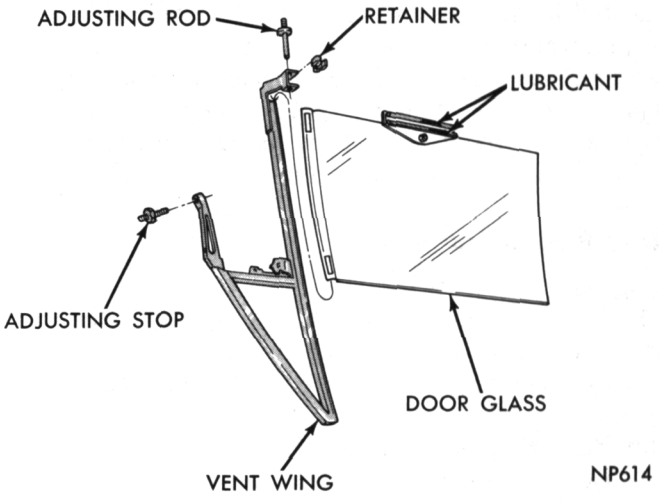
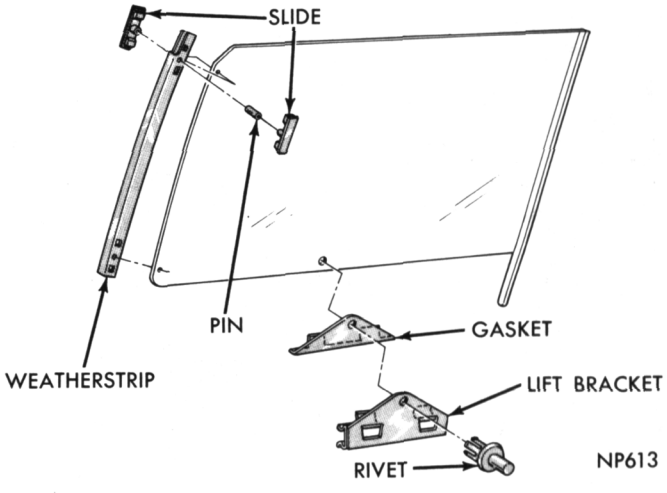
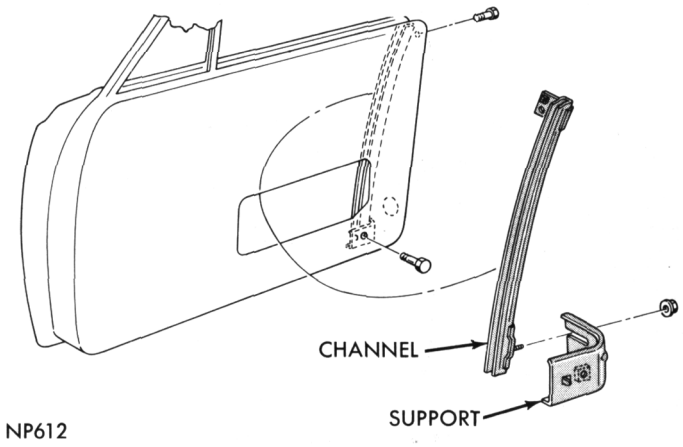

Fig. 31—Vent Wing and Door Glass—Hardtop—Convertible
Fig. 32—Door Glass Assembly—Hardtop—Convertible
Fig. 33—Rear Channel Assembly—Hardtop—Convertible
(1) Remove up-stop from door.
(2) Remove nut and washer from adjusting rod at bottom of vent wing channel.
(3) At upper rear corner of belt, remove drive screw from vent wing.
(4) Remove nut and washer from vent wing adjusting stud at hinge reinforcement.
(5) Remove vent wing to hinge fence screw and washer.
(6) Raise vent wing and door glass, tilt toward lock face of door and disengage regulator arm from glass lift bracket and remove from door.
(7) Invert vent wing and door glass assembly and remove adjusting stud, rod and retainer from vent wing (Fig. 31).
(8) Slide door glass out of vent wing channel.
(9) Remove slide, weatherstrip, pin and lift bracket assembly from door glass (Fig. 32).
(1) Position door glass and rear frame in upright position and install lift bracket and slide assemblies (Fig. 32).
(2) Invert vent wing and install door glass in inverted position.
(3) Install adjusting stud, rod and retainer in vent wing and lubricate sliding surfaces of door glass lift bracket (Fig. 31).
(4) Insert lowest point on division bar through upper lock face corner, twist to insert between panels and slide forward.
(5) Tilt lock face side of assembly upward so vent wing hinge adjusting stud will enter hole in inner reinforcement and rear edge of glass fits squarely in rear channel run (Fig. 33) and install nut and washer.